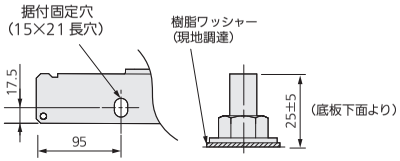

図7　図8
- 防振ゴム、架台等は必ず足の奥部までを受けるようにしてください。また上部からの固定用ワッシャーは据付固定穴より大きい物を使用してください。（図 7）